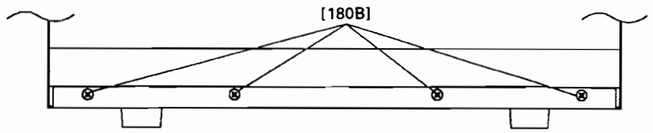

Fig. 2 (図2)
1-2 Remove the four (4) screws marked [180B]. (Fig. 2)
1-2 前面下にある[180B]のネジ 4 本を外します。(図 2)